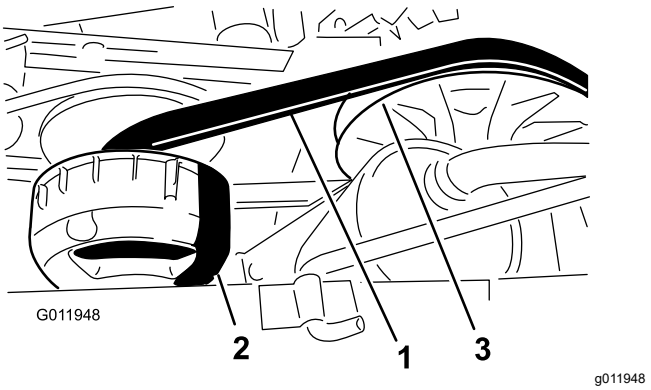

Figuur 67
4. Laat de riem (Figuur 67) ronddraaien en controleer deze op tekenen van overmatige slijtage of beschadigingen.
3. Laat de drijfriem over de secundaire koppeling ronddraaien (Figuur 67).
4. Verwijder de riem van de primaire koppeling (Figuur 67).
5. Lijn de nieuwe riem uit op de primaire koppeling (Figuur 67).
6. Laat de drijfriem over de secundaire koppeling ronddraaien (Figuur 67).